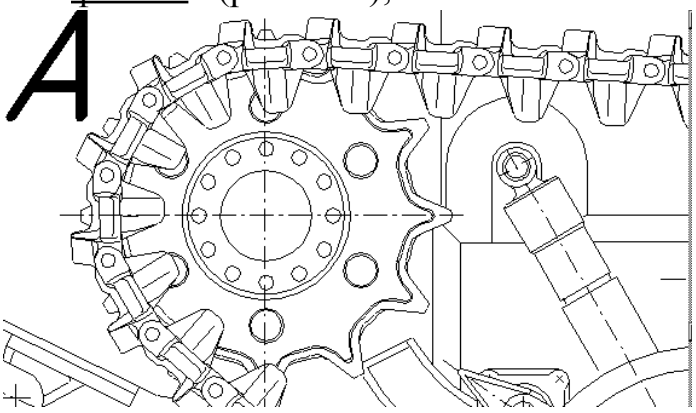

Рис. 1.27.
- растяните рамку таким образом, чтобы она охватывала ведущее колесо машины, и щелкните мышью. Вы увидите увеличенное на экране изображение колеса, треков гусеницы и т.д. (рис. 1.27).